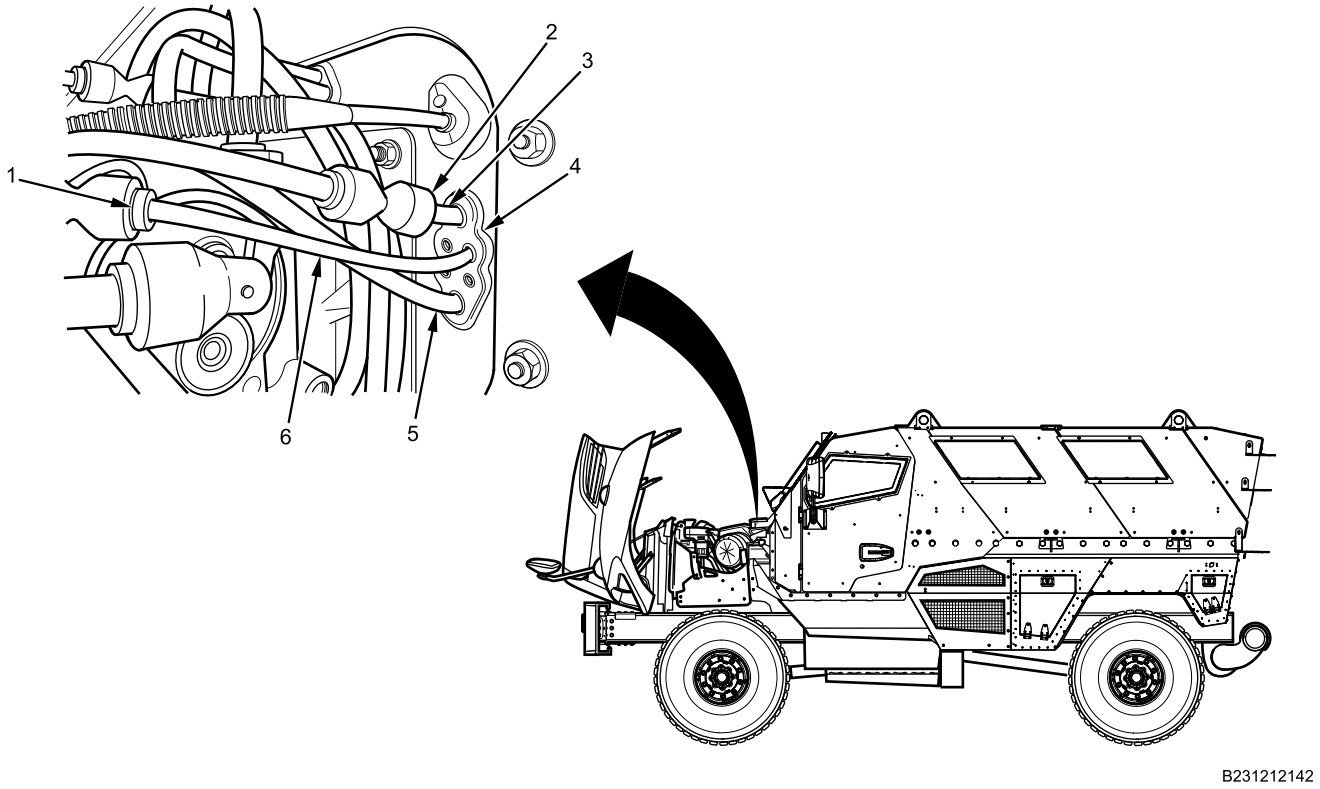

Figure 2. Exterior Air Lines.
2. Disconnect supply air line union (Figure 2, Item 2) from YELLOW supply air line (Figure 2, Item 3) at left air line grommet (Figure 2, Item 4) outside cabin.
3. Disconnect air line union (Figure 2, Item 1) from BLACK air cleaner restriction gauge vacuum line (Figure 2, Item 6) at left air line grommet (Figure 2, Item 4) outside cabin.
4. Remove BLUE door actuator supply air line (Figure 2, Item 5) from left air line grommet (Figure 2, Item 4) outside cabin.